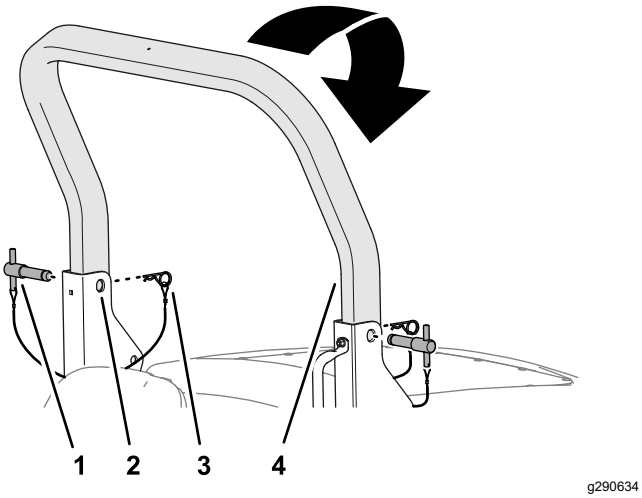

Figuur 20
2. Verwijder de R-pennen uit de pennen van de rolbeugel in de draaibeugels van het onderste frame van de rolbeugel (Figuur 20).
3. Terwijl u het gewicht van de bovenste rolbeugel ondersteunt, verwijdert u de pennen van de rolbeugel uit de draaibeugels (Figuur 20).